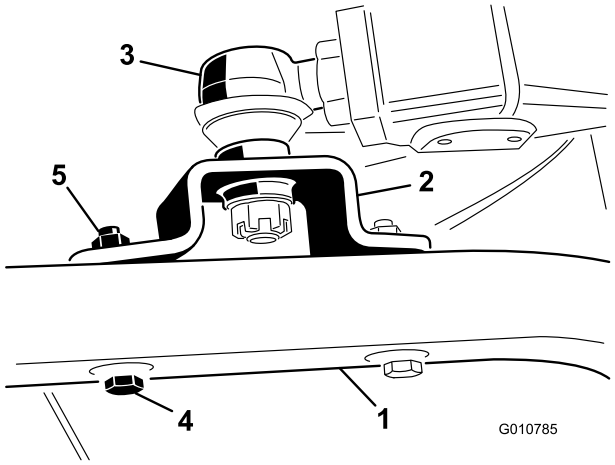

Figura 6
4. Fissate i supporti del giunto sferico a ogni braccio della ruota orientabile con 2 viti a testa cilindrica (7/16 x 3 pollici) e dadi flangiati (7/16 pollici) (Figura 6).
5. Serrate il controdado grande che fissa il giunto sferico al braccio di sollevamento (Figura 6).